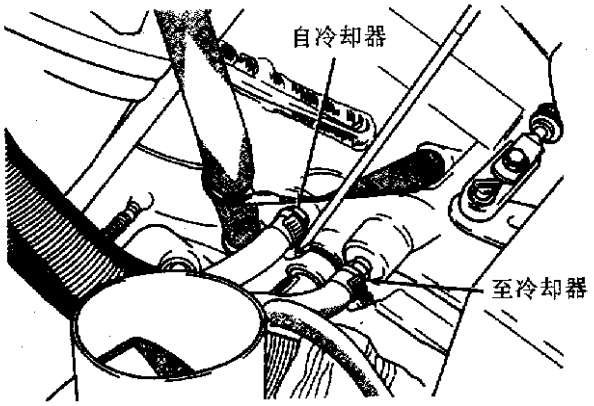

图 6－228　冷却器管道
⑥拆下输入和输出速度传感器(见图 6－215 和图 6－216)。